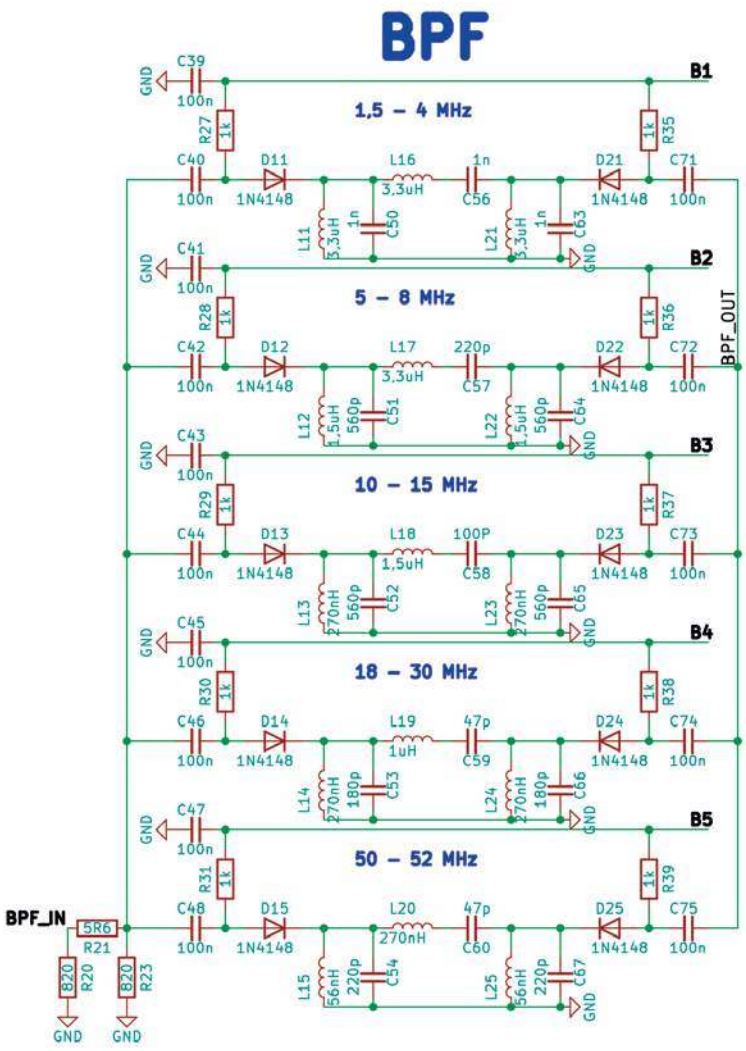

Rys. 4. Schemat bloku filtrów pasmowych
- obwody wejściowe zapewniające skuteczną selektywność (**rysunek 4**)